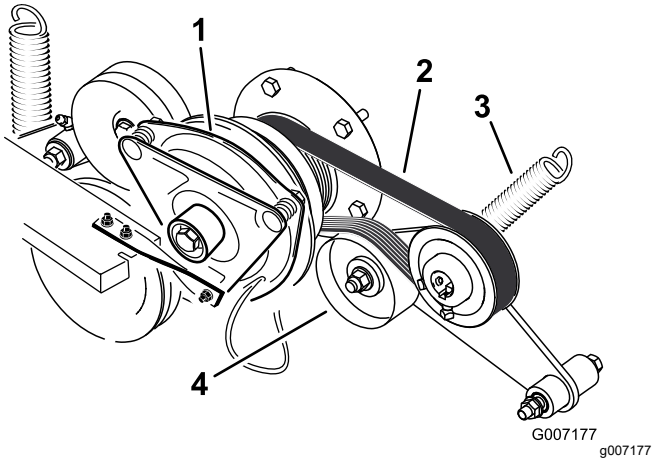

Figur 93
3. Ta bort fjädern från mellandrevsarmen (Figur 93).
4. Montera den nya remmen runt motorns och hydraulpumpens remskiva (Figur 93).
6. Montera fjädern på remskivearmen (Figur 93).